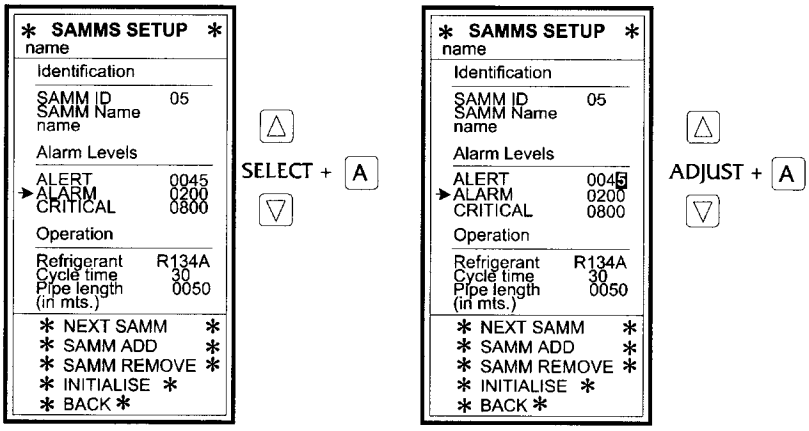

Figure 2-23. Set Alarm Levels
c. Alarm levels are set as illustrated in figure 2-23. Set the Alert level to 0050; the Alarm level to 0300; and the Critical level to 0850.